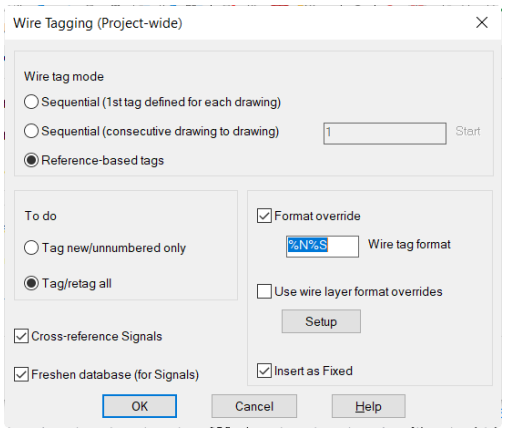

Figure 6-62 *The* ***Wire Tagging (Project-wide)*** *dialog box*
3. Select the **Format override** check box and then enter **%N%S** in the edit box below it, refer to Figure 6-62. Next, choose the **OK** button from the **Wire Tagging (Project-wide)**dialog box to close it.